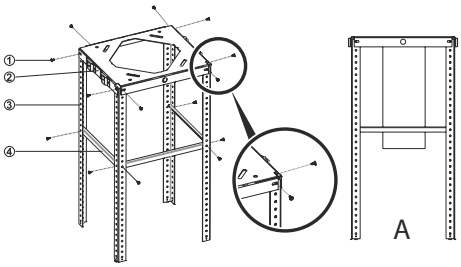

Fig. 11
1. Montera stängerna (3) på takplattan genom att skruva fast dem med 8st 3,5x9,5 skruvar (1). Observera att hacken i stängerna ska passa takplattan (Fig. 11).
2. Stabiliseringsbeslaget ska monteras mellan stängerna (4) med 6st 3,5x9,5 skruvar (1) Fig. 11).
3. Koppla utsugskanalen till fläktens utsug (Fig. 11/A).